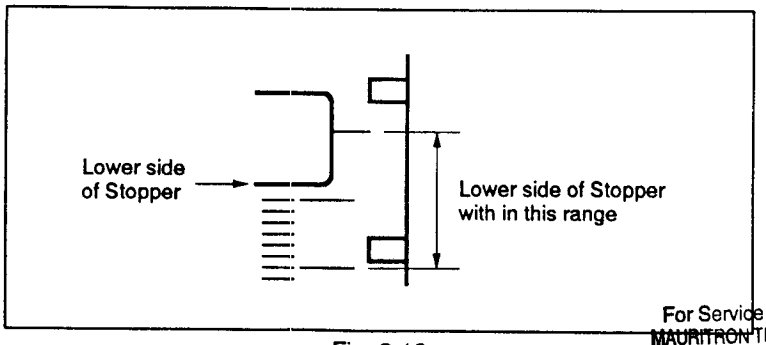

Fig. 8-10
10) While holding the flange back adjusting Pin ④ to prevent further rotation, retighten the flange back setscrew ③.
11) Check to see that the stopper bottom end is set within the range shown in Fig. 8-10 when the focus is matched by turning the focus ring.
13) With the zoom lever fixed at its WIDE end, turn the focusing ring and set it to the position that provides the optimum definition image of the wedge. Check to assure the lower side of stopper is within the range shown in Fig. 8-10.